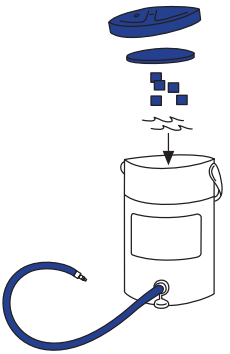

Figur 1
1. Inden påsætning af Cryo/Cuff skal køleenheden forberedes (figur 1) 114
1. Inden påsætning af Cryo/Cuff skal køleenheden forberedes (figur 1)